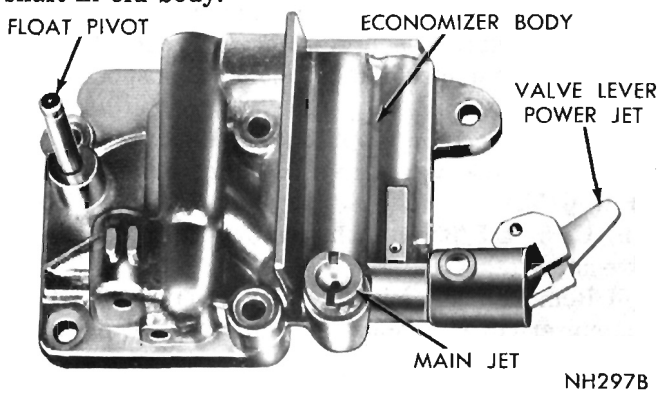

Fig. 8—Economizer Body Assembly
(11) Using Tool C-3748, remove main jet from economizer body. (Fig. 8).
(12) Using a suitable tool, remove pump lever retaining clip. Slide lever off pivot and disengage link from throttle lever.
(13) Remove fast idle cam retaining screw, then remove cam, and at same time, disengage fast idle cam rod.
(14) Remove white plastic limiter cap from idle air mixture screw. (Be sure and count number of turns to seat the screw, as the same number of turns (from the seat) must be maintained at installation.) Remove screw and spring from throttle body. Discard plastic cap.
(15) Remove fast idle and curb idle speed screws and spring from throttle lever.
(7) Install main jet in economizer body, using Tool C-3748. (Fig. 8).